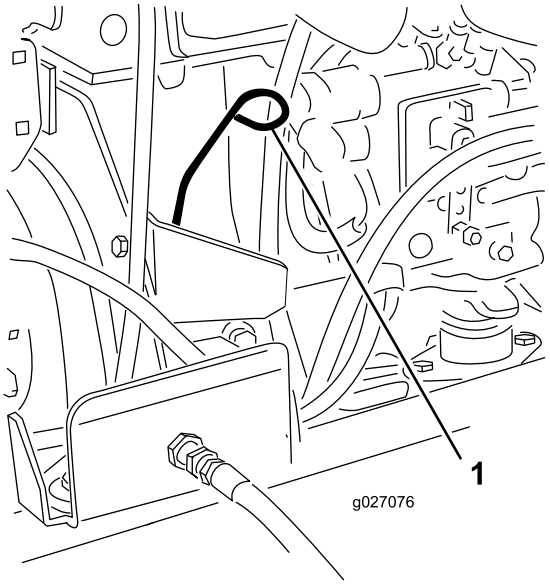

Figur 28
3. Fjern målepinden, tør den af, og sæt den tilbage igen (Figur 28).